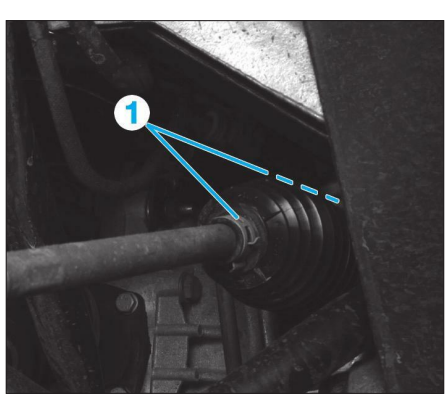

Fig. 11
- les colliers (1) **(Fig.11)**,